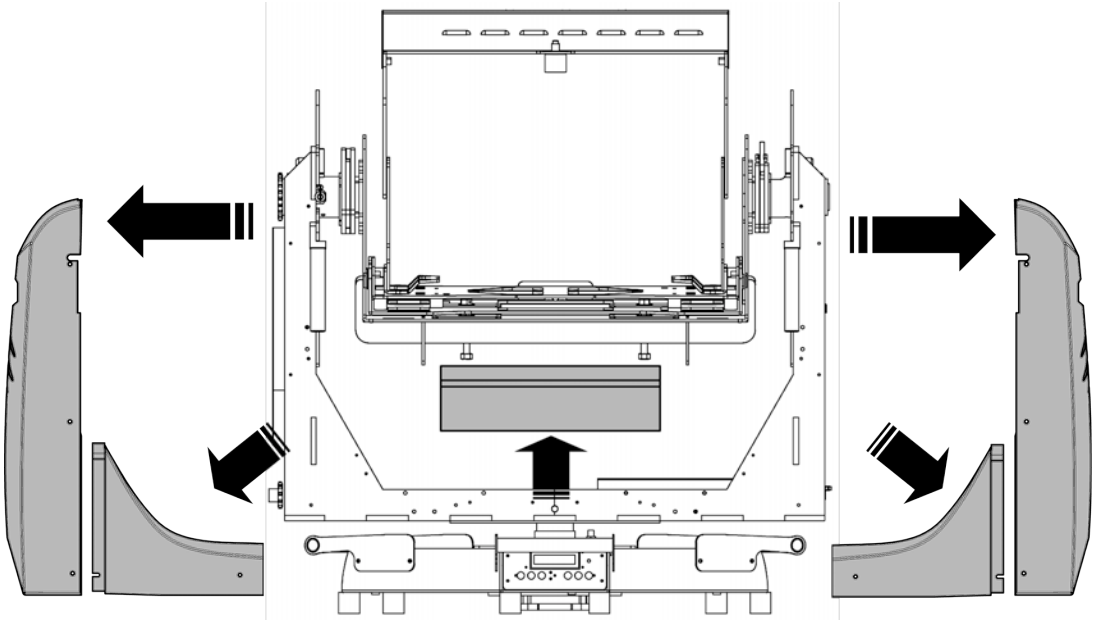

Figure 2-3 Dual arm yoke
2. Remove screws from the 3 horizontal covers shown in ***Figure 2-3*** to access the components in ***Figure 2-7***.